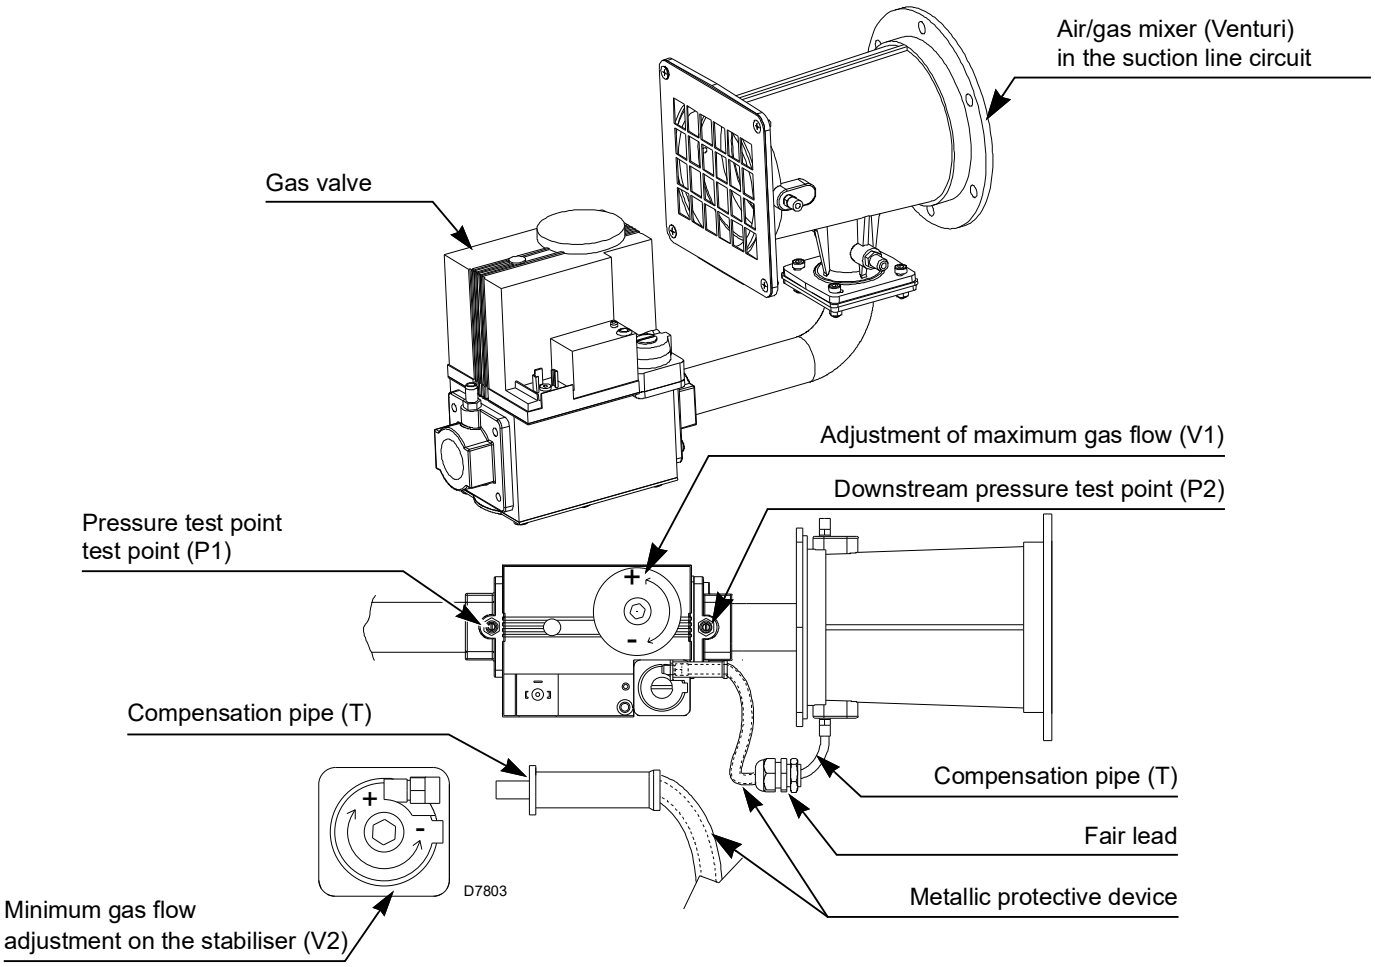

Fig. 22
The pipe (T)(Fig. 22) between valve-Venturi allows compensation to occur for accidental occlusion of the suction line due to a reduction in gas delivered.